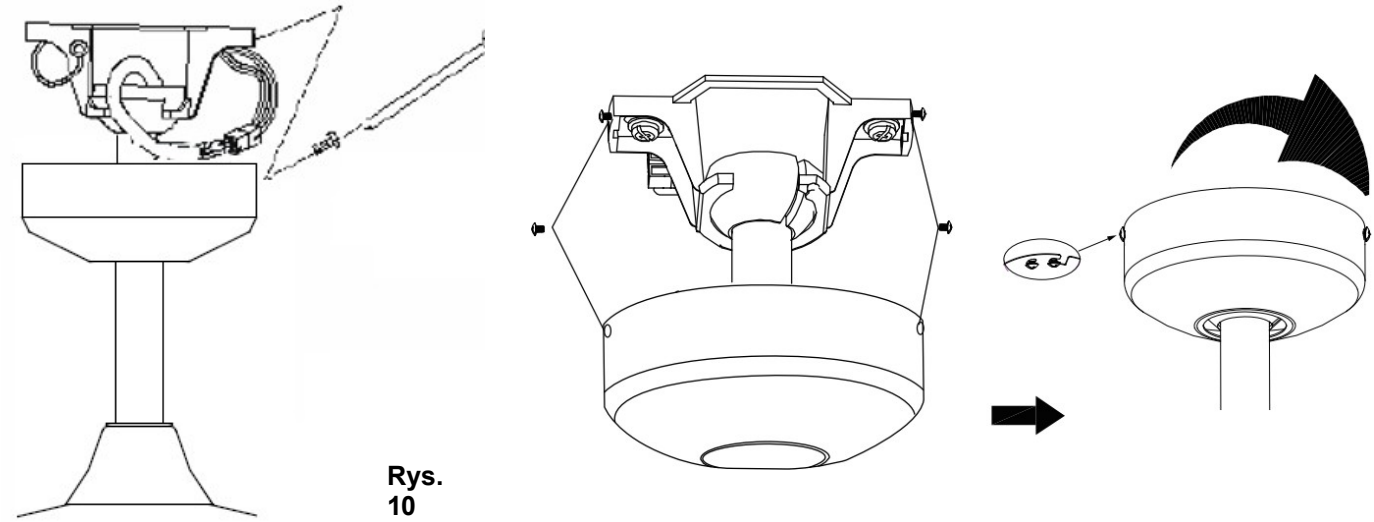

Rys. 10
- Zakryj wspornik montażowy daszkiem. Upewnij się, że wszystkie przewody elektryczne są schowane wewnątrz okapu i że przewody nie zostaną uszkodzone podczas tego kroku. Przymocuj daszek do wspornika wieszaka za pomocą dostarczonych śrub. (Rys. 10)